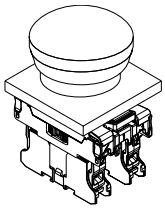

Fig. 7
6. Tras insertar el portacontactos en la brida de montaje los seguros de contacto se fijan adicionalmente de forma automática (véase fig. 7). De esta manera se evita el montaje incorrecto. No obstante debe comprobarse que el montaje se haya realizado correctamente.